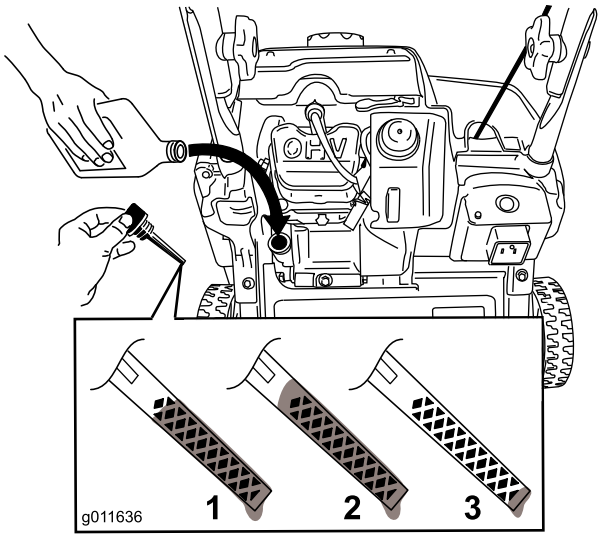

Figura 7
2. Pulite attorno al tappo del foro di riempimento dell'olio (Figura 7).
Nota: Per determinare quale sia il livello di olio corretto sull'asta vedere Figura 7.
Nota: Riempite di olio la coppa fino a quando l'asta indica che il livello dell'olio motore è corretto, come illustrato in Figura 7. Se riempite eccessivamente il motore di olio, estraete l'olio in eccesso come indicato in Sostituzione dell'olio motore.